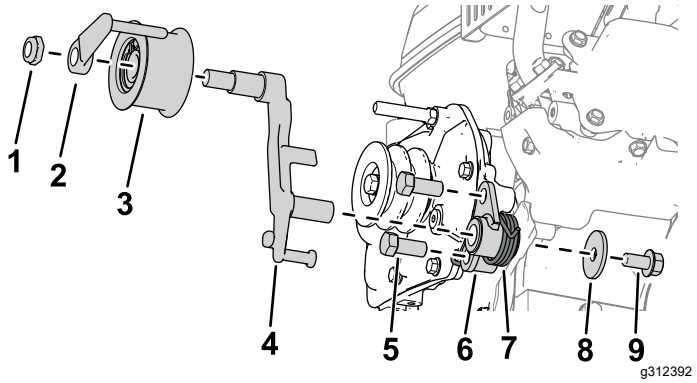

Figura 3
5. Montate la staffa della frizione sulla scatola ingranaggi con 2 bulloni (7/16" x 1"), come illustrato nella Figura 3.
6. Montate la leva della frizione sulla staffa della frizione (Figura 3).
7. Montate la molla di serraggio sulla staffa della frizione con una rondella (⅜" x 1⅜") e un bullone (⅜" x ¾"), come illustrato nella Figura 3.
8. Montate il gruppo puleggia tendicinghia sulla leva della frizione con un guidacinghia e un dado esagonale (Figura 3).